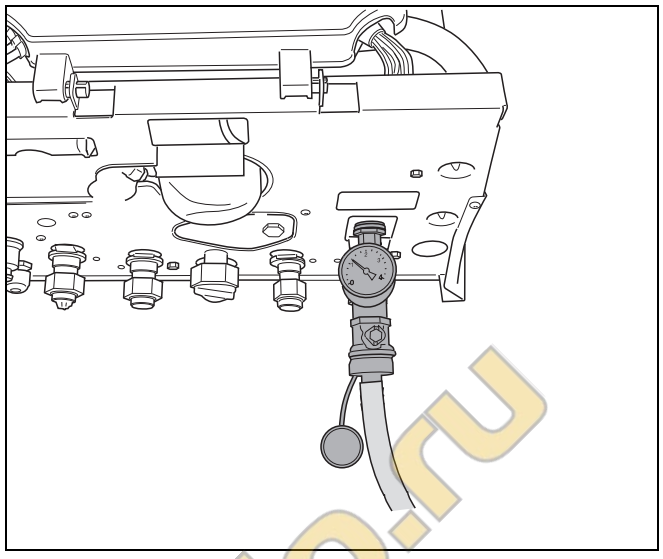

Рис. 23 Заполнение отопительной системы
- Подсоедините шланг к крану для заполнения котла (→ рис. 23).